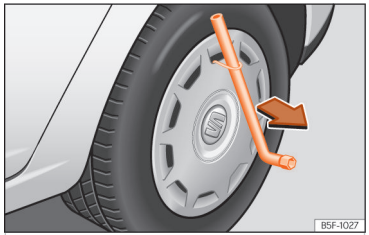

**Fig. 239** Remove the wheel cover.
- Insert the box spanner through the hook, rest it on the tyre and remove the wheel trim ››› Fig. 239.